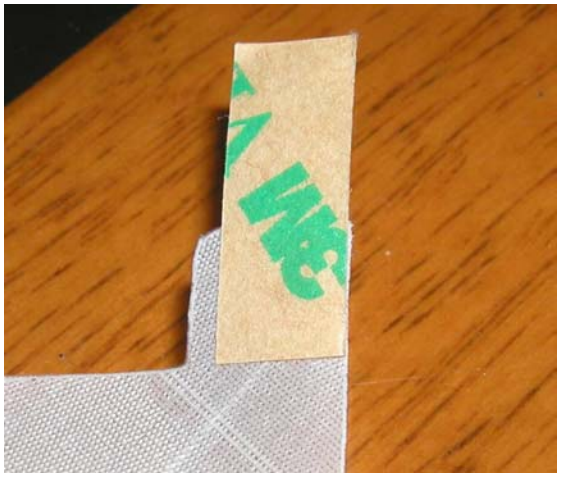

Figure 2: Small piece of ¼" tape applied to wing tab.
5. Obtain about 20" of the ¼" 9460 tape. On the back side of kite, apply a small piece to the end tabs of the kite. See Figure 2.